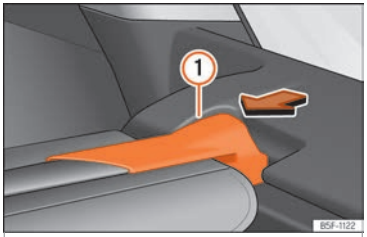

Fig. 174 In the luggage compartment: remove the shelf.
- Press the rear shelf support ››› Fig. 174 (1) in the direction of the arrow.
- Engage the support of the rear shelf ››› Fig. 174 (1) in the right housing.
- Check that the support ››› Fig. 174 (1) is properly engaged.